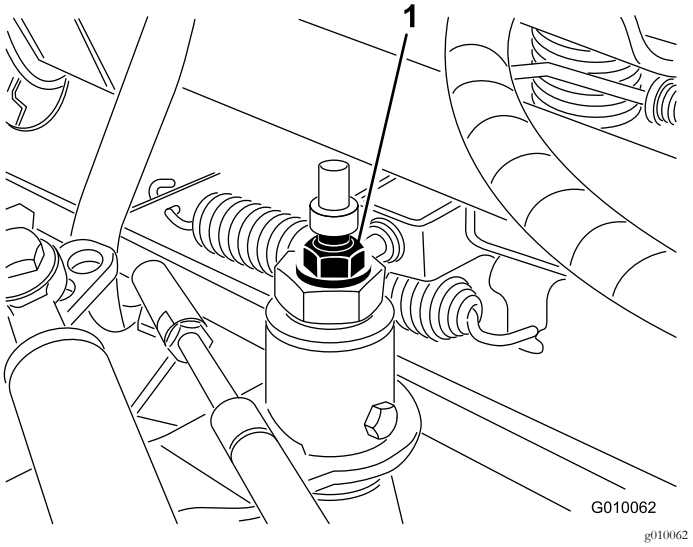

Rysunek 54
3. Odkręć przeciwnakrętkę na krzywce regulacji jazdy (Rysunek 54).